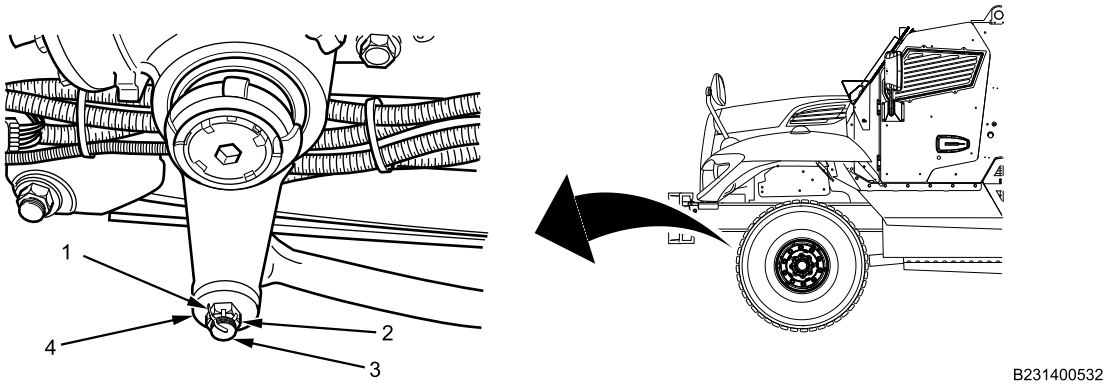

Figure 4. Pitman Arm and Drag Link.
4. Using puller, remove drag link stud (Figure 4, Item 3) from pitman arm (Figure 4, Item 4).
5. Remove drag link (Figure 4, Item 5).
3. Install drag link stud (Figure 4, Item 3) into pitman arm (Figure 4, Item 4) and torque hex nut (Figure 4, Item 2) to 120-160 lb-ft (163-218 N•m).
4. Install new cotter pin (Figure 4, Item 1) into drag link stud (Figure 4, Item 3) and bend cotter pin over stud.